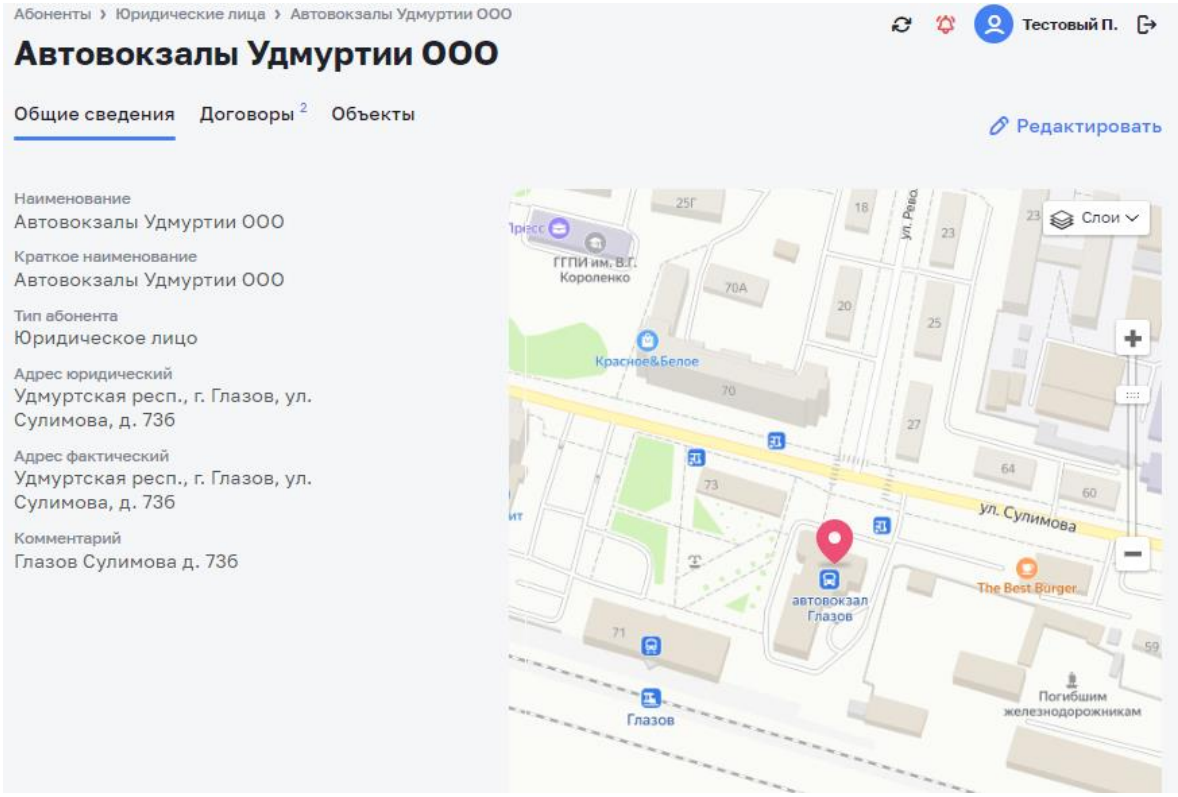

Рисунок 55 – Вкладка «Общие сведения» абонентской записи
– Общие сведения (см. Рисунок 55);